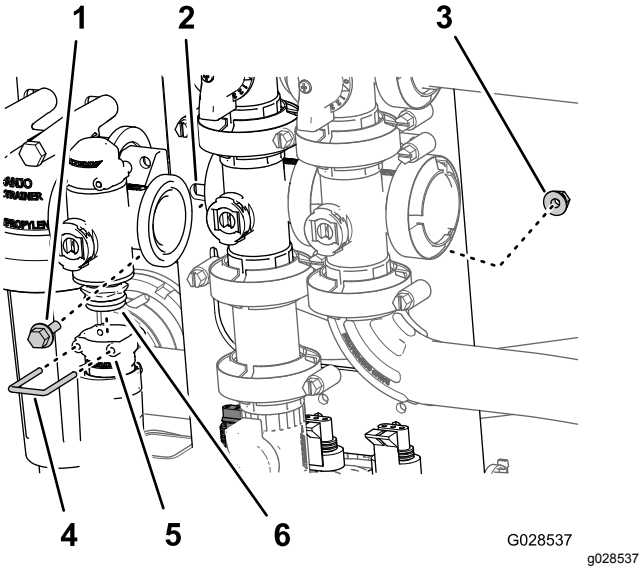

Figur 89
2. Fjern holderen som sikrer utgangsnippelen til manifoldet for mengderegulatorventilen (Figur 89).
3. Fjern de to flenshodeskruene og de to flensede låsemutterne som sikrer mengderegulatorventilen, og fjern ventilmanifoldet fra maskinen (Figur 89).